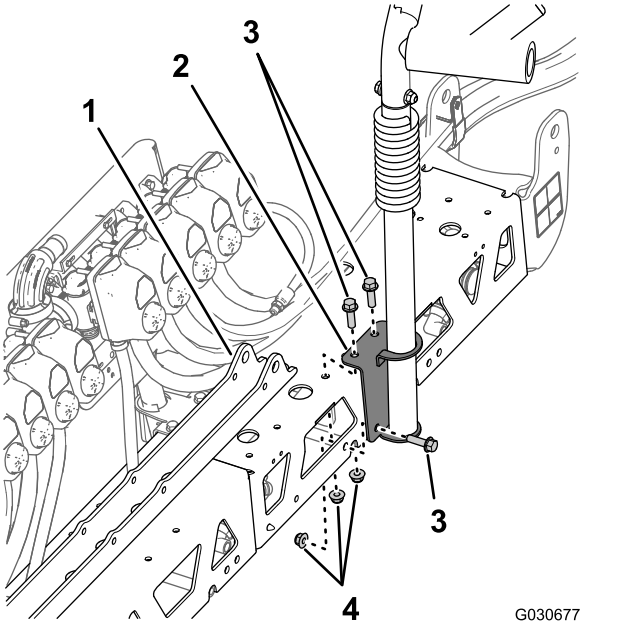

Figur 122
1. Innrett hullene i monteringsbraketten på høyre bomunderstell som du fjernet i trinn 3 i Fjerne bomunderstellet (side 37), med hullene i toppen og bak (til høyre på sylinderfestet) på den nye midtre bomseksjonen (Figur 122).